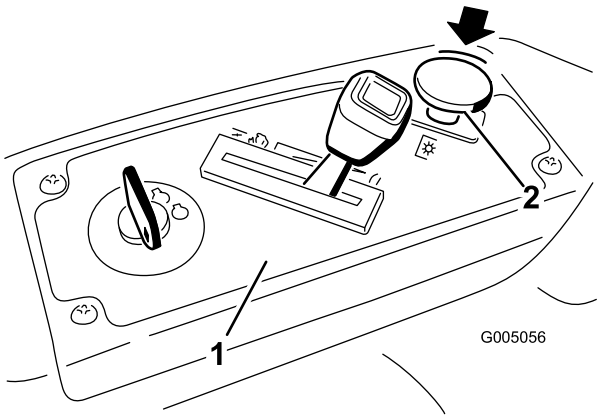

Bild 10
2. Kuppeln Sie die Messer aus, indem Sie den Zapfwellenantriebsschalter in die Aus-Stellung stellen (Bild 10).